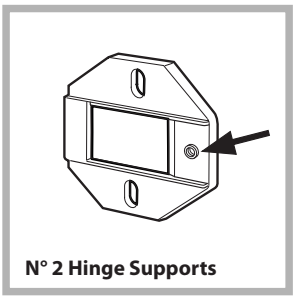

Fig. 1
- Fit the hinge supports to the appliance front panel, positioning the hole marked with an arrow in *fig. 1* so that it is on the inner side of the front panel. Fit a spacer (*fig. 4/B)* between the surfaces using type **C** screws.